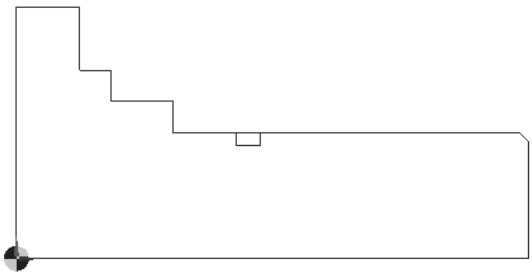

Figure 7-43 Profile of the model created
a. Draw the profile in the drawing area, as shown in Figure 7-43.
2. Draw one half of the turn profile above the horizontal axes using the **Line Dialog (CTRL+L)** and **Chamfer** tools, as shown in Figure 7-43. Note that you also need to draw the horizontal line to close the groove.